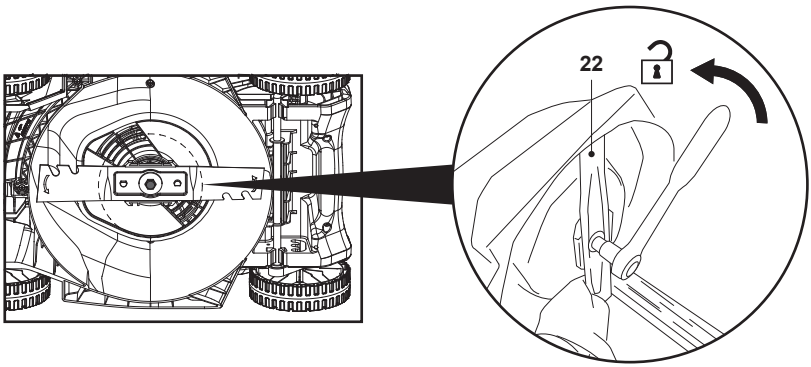

**Fig. 20**
**REMARQUE :** Si une clé manuelle est utilisée à la place d'une clé à chocs électrique, la lame de coupe (22) doit rester fixe pendant le desserrage du boulon. Porter des gants résistants et saisir fermement la lame. Utiliser un morceau de bois de taille appropriée pour bloquer la rotation de la lame si nécessaire (Fig. 20).